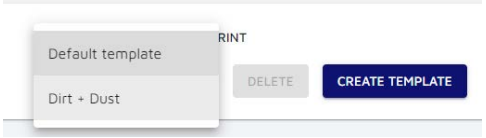

Figure 3.18
3. Select the template from the drop-down that we would like to use by clicking on it (Figure 3.18)